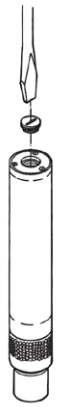

Abb. 4 Entfernen der Einfüllschraube
1. Die Pumpe vertikal mit dem Anschlussgewinde nach unten (d.h. Boden des Motors nach oben) stellen und die Einfüllschraube entfernen. Siehe Abb. 4.